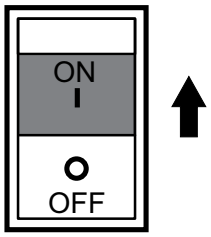

Figure 43. Main Circuit Breaker ON (GFCI Test)
4. Place main circuit breaker, (Figure 43) in the **ON** position within 5 seconds after pressing the **RESET** button on the GFCI sensing module.